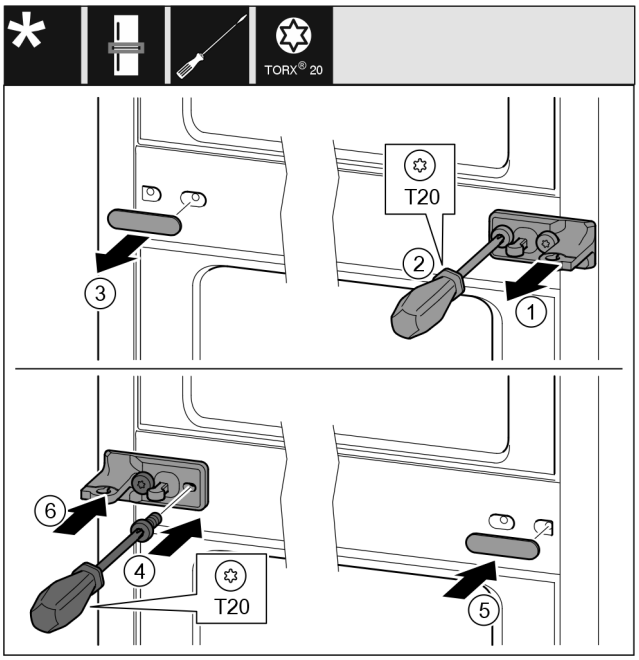

Fig. 43
▶ Scheibe *Fig. 43 (1)* abziehen.
▶ Schrauben *Fig. 43 (2)* mit Schraubendreher herausdrehen.
▶ Abdeckung *Fig. 43 (3)* vorsichtig abziehen.
▶ Lagerbock mit Folie *Fig. 43 (4)* um 180° gedreht auf der anderen Seite fest anschrauben.
▶ Abdeckung *Fig. 43 (5)* um 180° gedreht auf der anderen Seite anbringen.
▶ Scheibe *Fig. 43 (6)* von vorn aufschieben.